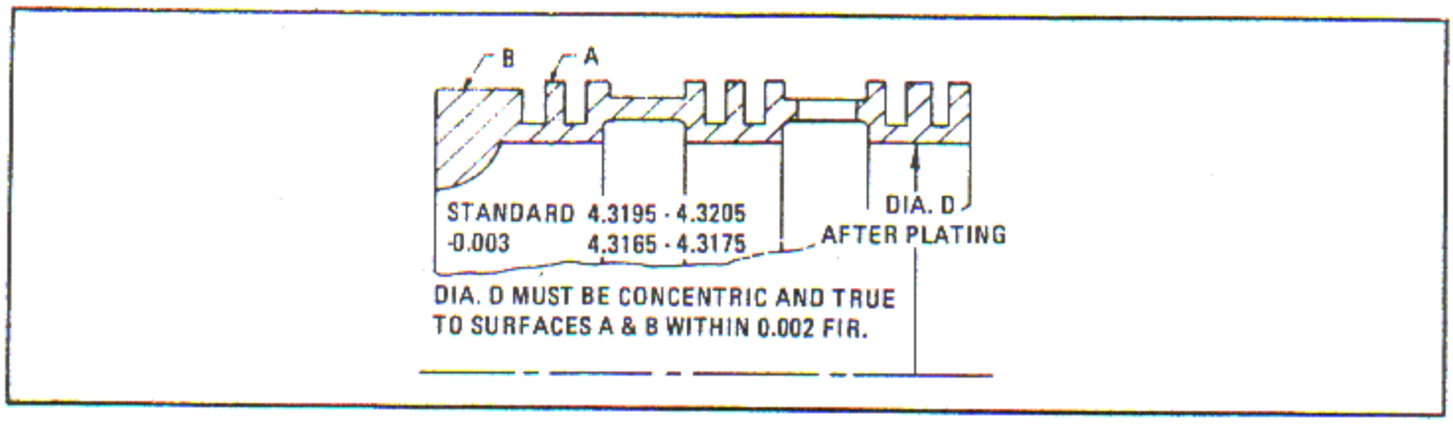

Figure 6-63. Plating Propeller Shaft Thrust Bearing Spacers
b. Silver and/or lead-tin plate shall be applied as necessary to provide finished inside diameters shown in figure 6-63, when 0.0004 - 0.0006 inch thickness of lead-tin plate is applied.